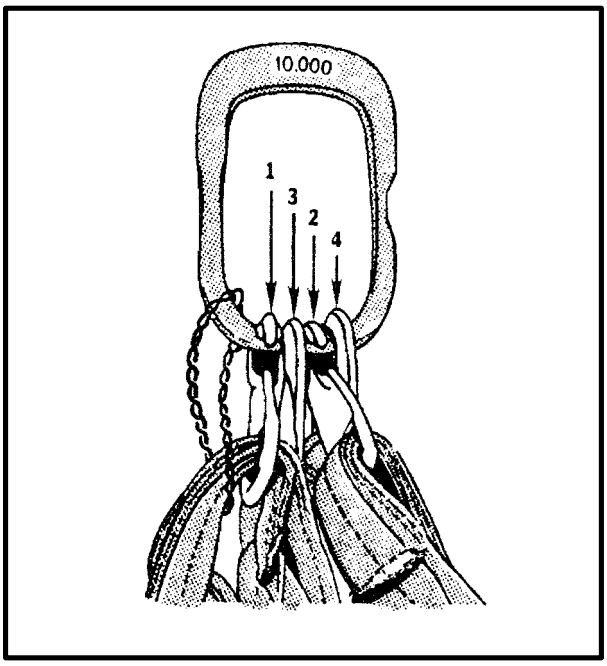

*Figure 7-7. Legs Hooked in Sequence*
**(4)** Position one person on top of the load. Connect the legs to the apex fitting in the following sequence: 1, 3, 2, and 4, to provide equal lift on all legs (Figure 7-7). Hooks should be alternated on the apex fitting.